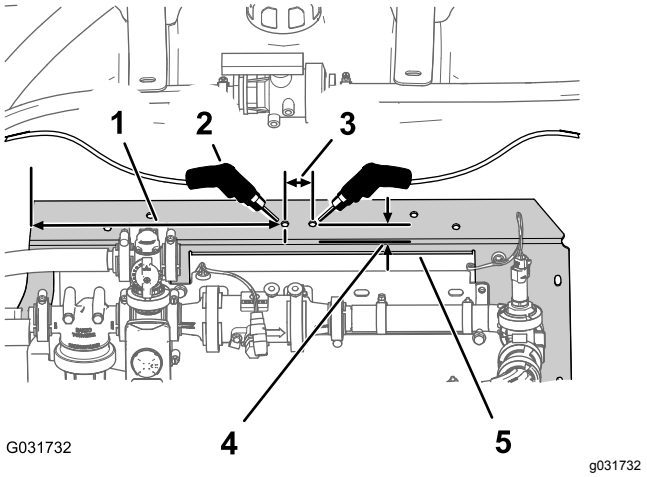

Figur 228
1. Ved øvre venstre kant av manifoldfestet måler du 381 mm til høyre og merker manifoldfestet med en blyant (Figur 228).
2. På den bakre kanten av manifoldfestet måler du 19 mm fremover og merker manifoldfestet med en blyant (Figur 228).
4. Ved kjørnermerket måler du 32 mm til høyre og merker manifoldfestet med en blyant (Figur 228).
5. På den bakre kanten av manifoldfestet måler du 19 mm fremover og merker manifoldfestet med en blyant (Figur 228).
7. Bor et hull i manifoldfestet på hver av merkene på kjørneren med et 8 mm bor (Figur 228).